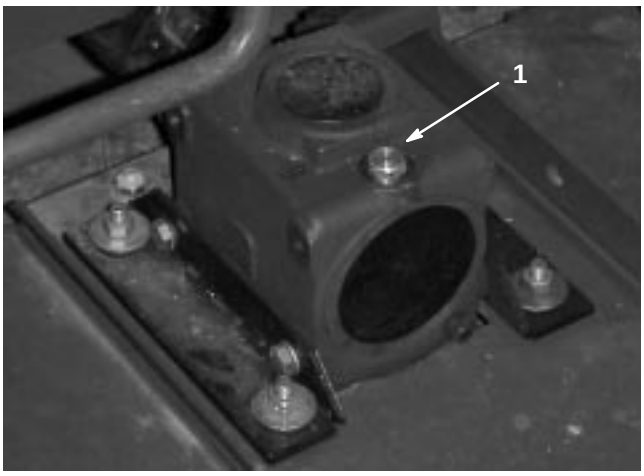

Figure 23
2. Position the machine and cutting unit on a level surface and lower the cutting unit. Remove the dipstick/fill plug from the top of the gear box (Fig. 23) and make sure that the lubricant is between the marks on the dipstick. If the lubricant level is low, add SAE 80–90 wt. gear lube until the level is between the marks.